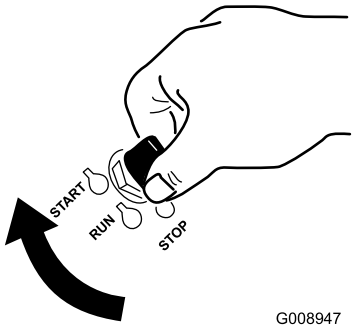

**Figur 14**
1. Vri tenningsnøkkelen til stillingen Start (Figur 14). Slipp nøkkelen straks motoren starter.
7. Vri tenningsnøkkelen til stillingen Start (Figur 14). Slipp nøkkelen straks motoren starter.